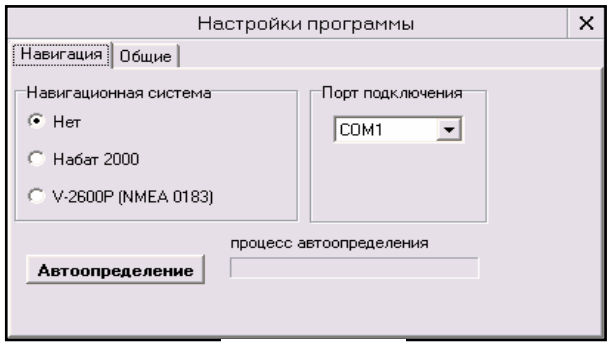

Рис. 4.4
4.3.4 Параметры коммуникации с навигационными системами (рис. 4.4) включают в себя тип навигационной системы и COM-порт, к которому эта система подключена. После указания порта возможно ручное, либо автоматическое (с помощью кнопки «Автоопределение») определение типа навигационной системы.